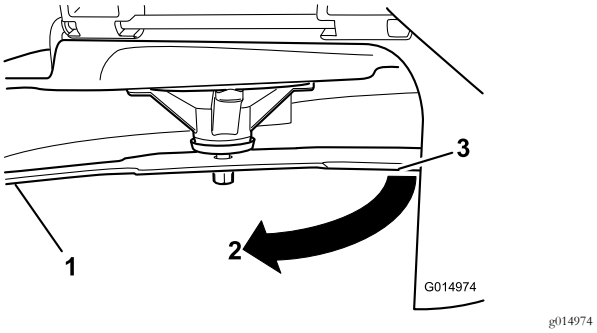

Figur 59
3. Uppmätt avstånd mellan kniv och yta (A)
4. Rotera samma kniv 180 grader så att den motsatta skäreggen nu är i samma läge (Figur 59).